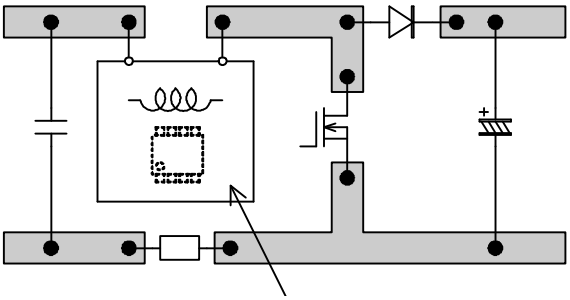

Fig.31 Bad example (1)
- IC is placed under the main circuit parts such as inductor or just on the back side of the main circuit parts in case of a double-sided board. (Fig. 31)